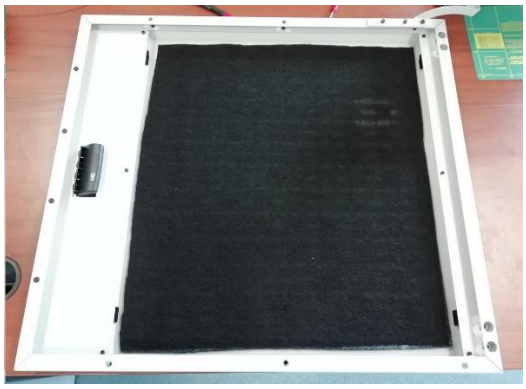

Rys. 15 Włożenie nowego filtra
8. W miejsce starego filtra włóż nowy (rys.15).